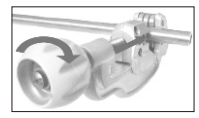

图2
2. 将管子置于刀片和两组轴承中间，旋转手柄进刀，使刀片边沿与管子上切割标识轻微接触，并保持位置固定 (图 2)；